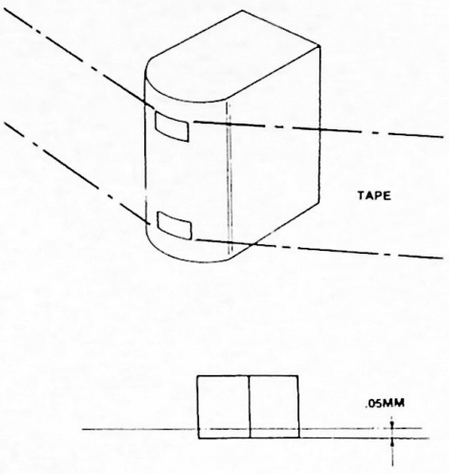

Figure 31. Rough Adjustment Of Tape Travel
6. Looking at the bottom of the A/C head with the tape running, .05 mm of the head should be visible — see Figure 31.